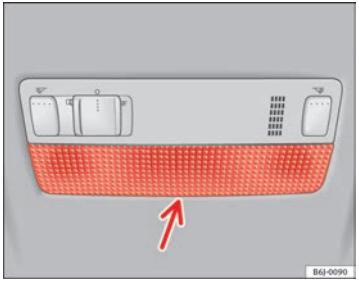

Fig. 147 Luz de lectura delantera
– Introduzca un destornillador fino por su parte plana entre la carcasa y el cristal ⇒ fig. 147.